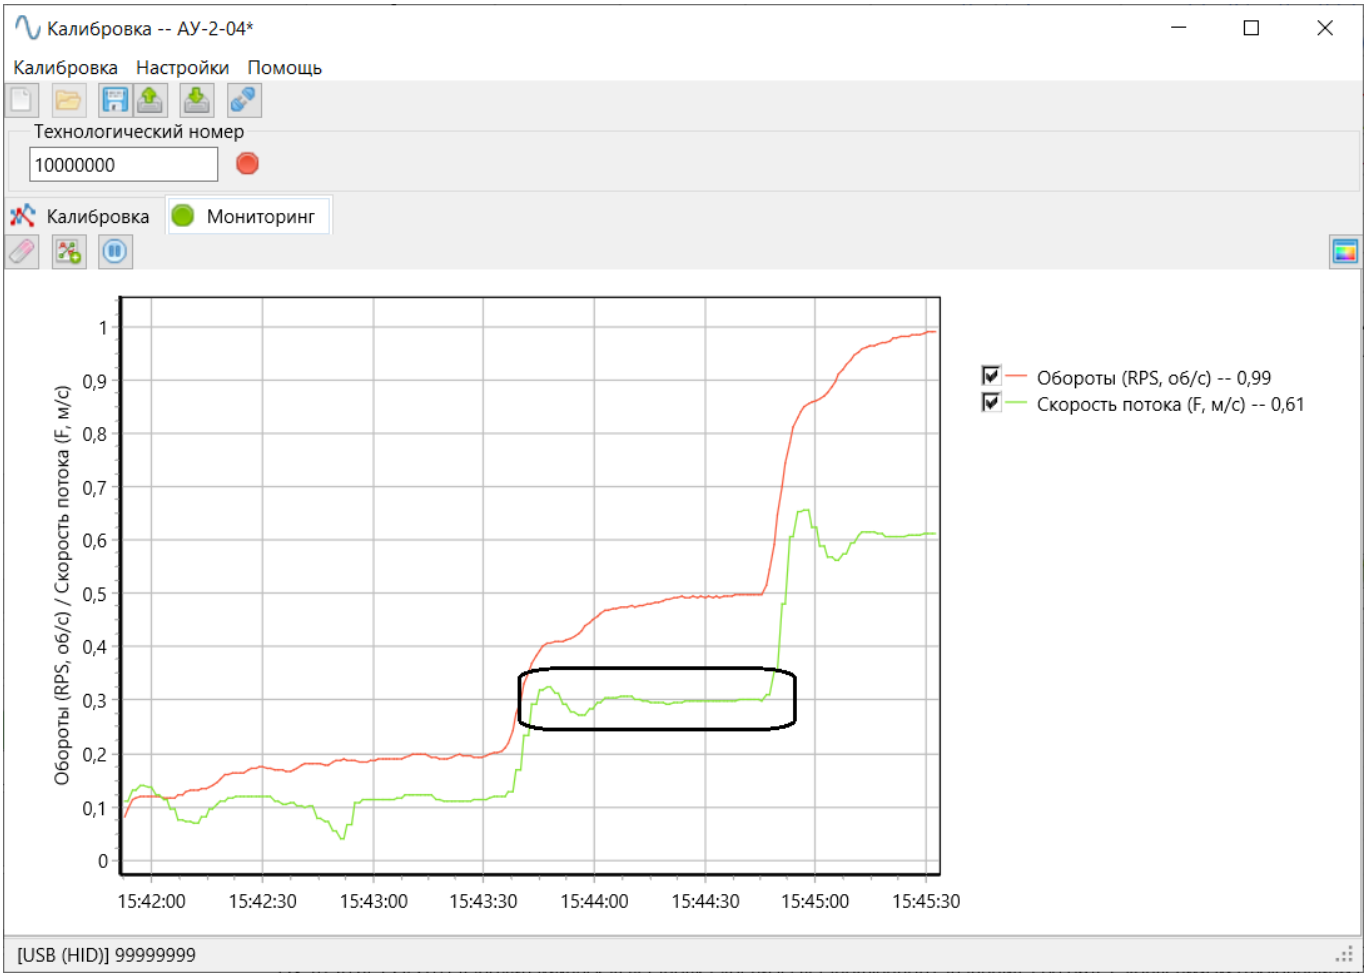

Рис. 7.8 – Пример стабилизировавшихся параметров АУ-2 и ТТМ-2
10. Дождаться выхода аэродинамической установки на заданные обороты, когда значение текущих оборотов электродвигателя сравняется со значением целевых оборотов на соответствующих индикаторах на панели мониторинга в программе управления, а на графике во вкладке мониторинга в программе калибровки колебания показаний образцового термоанемометра уменьшатся до значения погрешности (рис. 7.8);